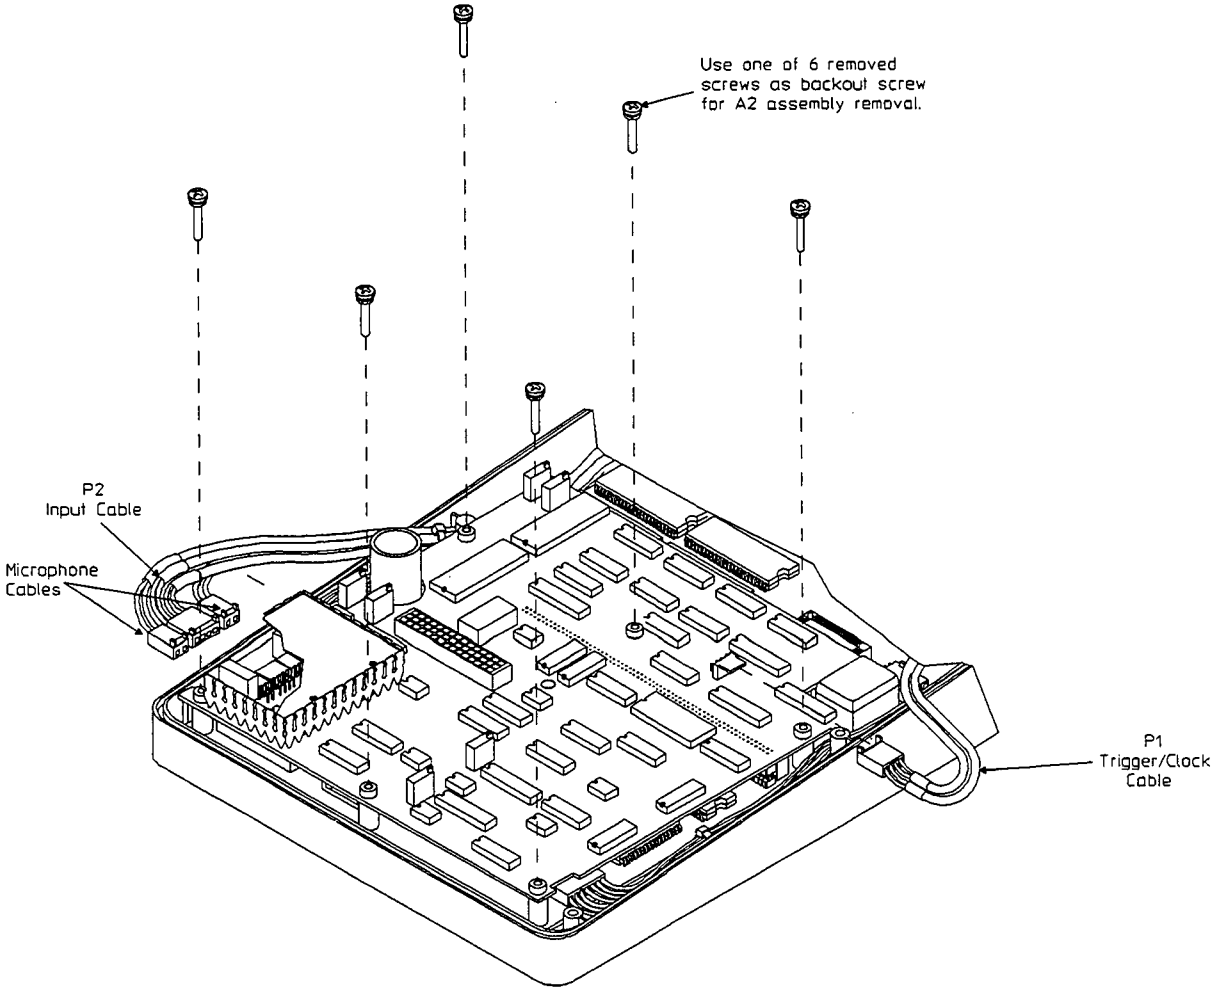

Figure 6-4.
4. Remove the six screws holding the A3 assembly as shown in figure 6-4.
6. Pull the A3 assembly away from the lower assemblies. It may help to place your tumb on the large capacitor shown at the left of figure 6-4 as you pull the A3 assembly up. (You will use one of the six A3 assembly screws as a backout screw for removing the A2 assembly.)